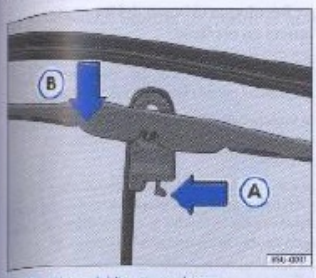

Fig. 115 Aletas del limpiaparabrisas
- Apriete la traba de seguridad ⇒ fig. 115 Ⓐ en el sentido de la flecha.